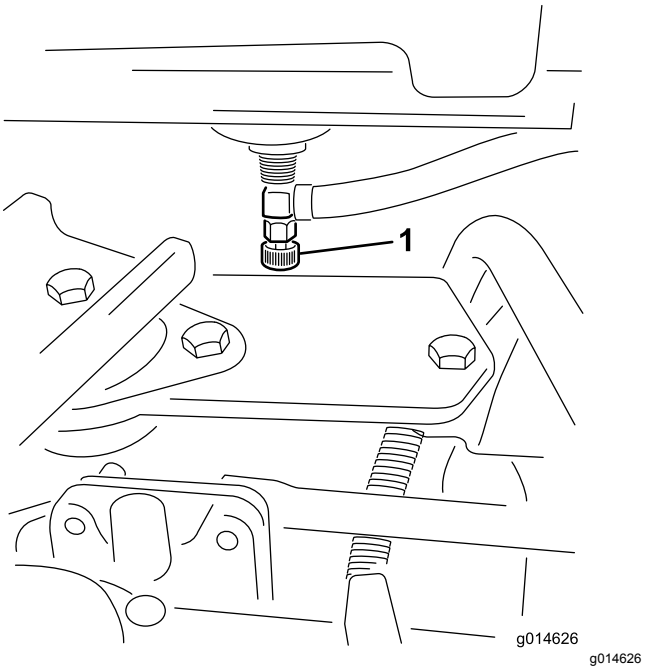

**Figur 29**
1. Luk brændstofafbryderventilen (Figur 29) under brændstoftanken.